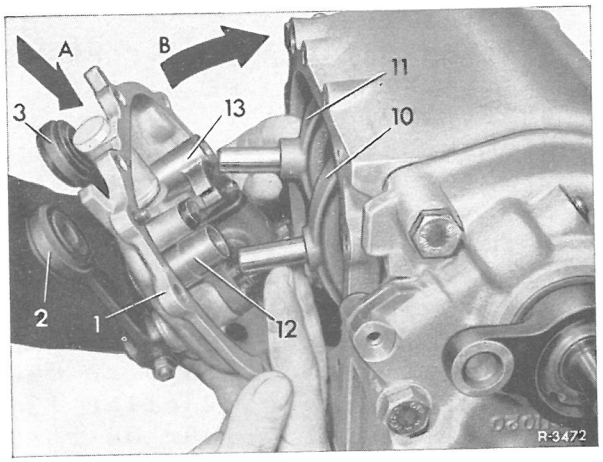

Fig. 26-5/7
9 Medbringeren (14)bringes nøjagtig i midterstilling (fig.26-5/6).